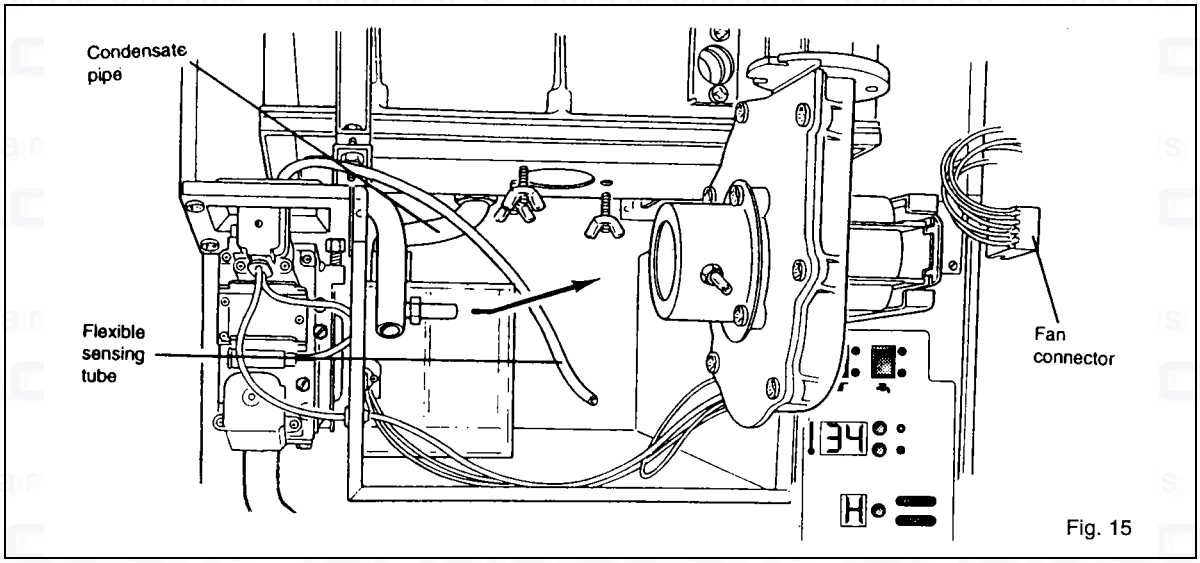

Fig. 15
1) Disconnect electrical connection from fan motor. FIG. 15.
c) Disconnect flexible condensate pipe from the rear of the combustion chamber/sump casting. Fig. 15.